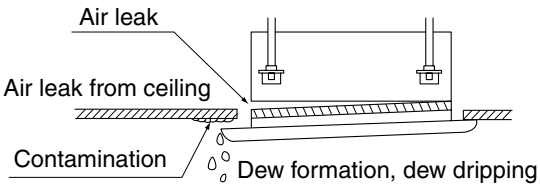

Fig. 7
- Improper screwing of the screws may cause the troubles shown in Fig. 7 Screw properly.